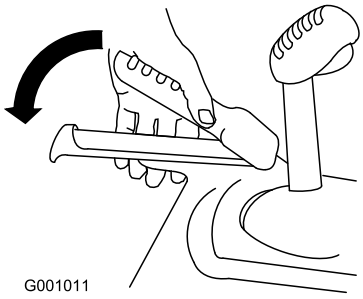

Figur 31
1. For å aktivere trekkdrivet, klem den venstre trekkfunksjonsspaken til håndtaket (Figur 31).